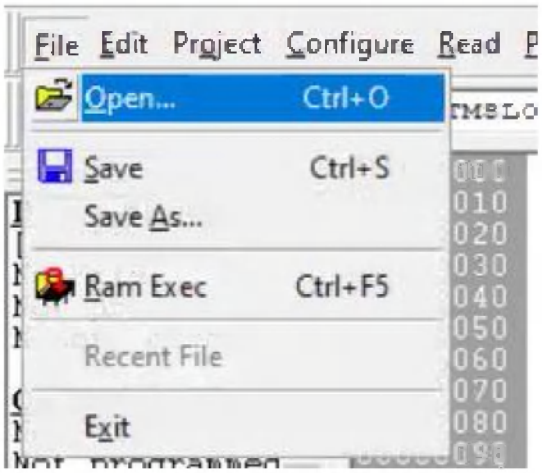

Рисунок 46
5.2.6 На верхней панели нажать кнопкуFile–>Open (Рисунок 46).